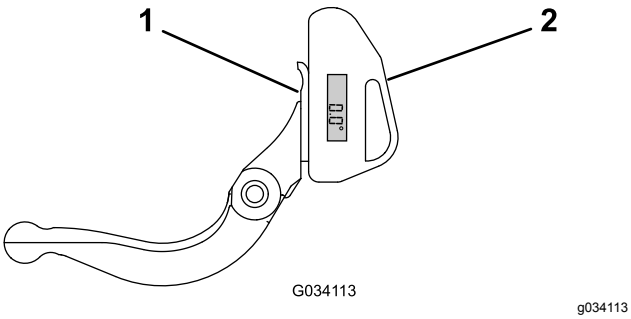

Figur 27
1. Plasser vinkelindikatoren på undersiden av motstålet, som vist i Figur 27.